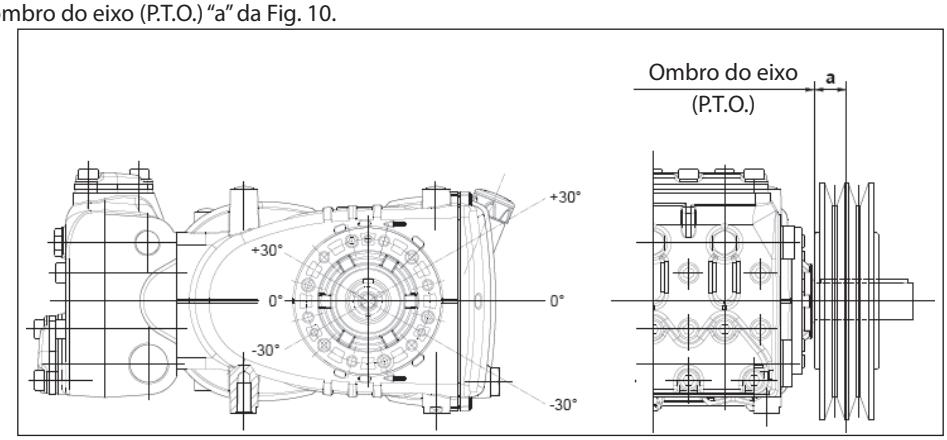

Fig. 10
A carga radial sobre o eixo não deve ser superior a 3000 N (valor necessário para a definição do layout). A transmissão é considerada adequada, se tal carga é aplicada a uma distância máxima de **a=30 mm** do ombro do eixo (P.T.O) conforme indicado na Fig. 10.
b) Use correias de alto rendimento - por exemplo **XPB** ao invés de **SPB** - pois resultará necessário uma quantidade inferior de correias com a mesma potência transmitida e uma consequente distância inferior do resultante em relação ao ombro do eixo (P.T.O.) "a" da Fig. 10.
e) Siga a direção da tensão da correia, conforme indicado na Fig. 10 para exigências diferentes, contate o ***Departamento Técnico*** ou o ***Serviço de Assistência Técnica***.